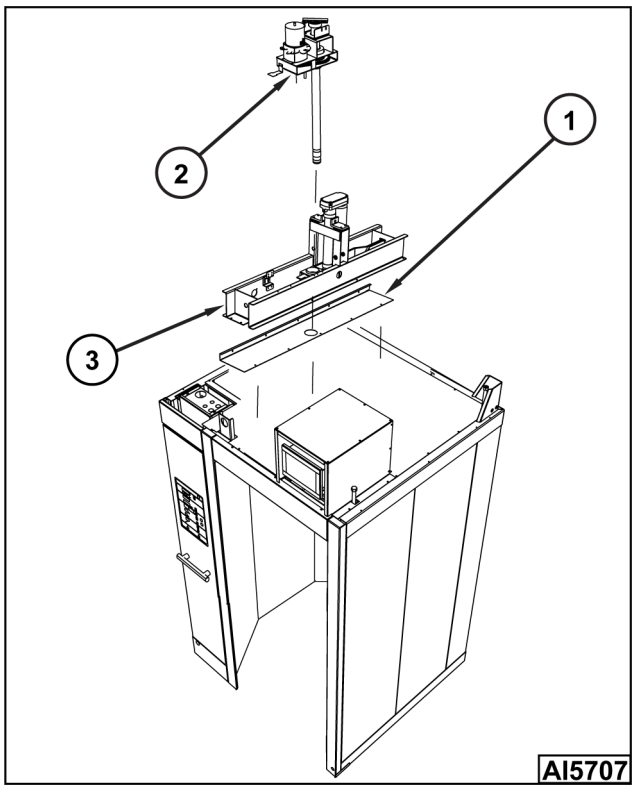

Fig. 22
11. For CS500G1 & CS500E1 ovens only: Install insulation cover (1, Fig. 22) onto top of oven.
12. For CS500G1 & CS500E1 ovens only: Install rotator assembly (2, Fig. 22) onto lifter assembly (3, Fig. 22).